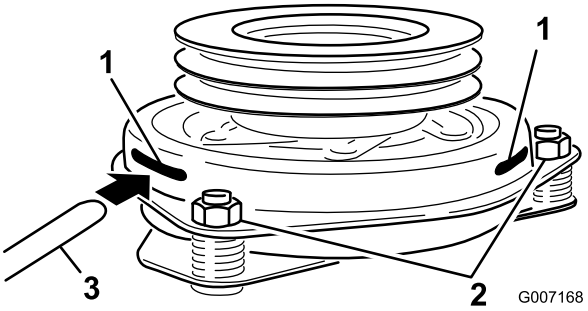

Figur 56
9. Før en søger på 0,381-0,533 mm (0,015–0,021 tomme) gennem en inspektionsåbning i enhedens side. Sørg for, at den er placeret mellem armaturet og rotorens friktionsoverflader (Figur 56).
10. Tilspænd låsemøtrikkerne, indtil søgeren binder let, men den kan let flyttes inden for luftgabet (Figur 56).